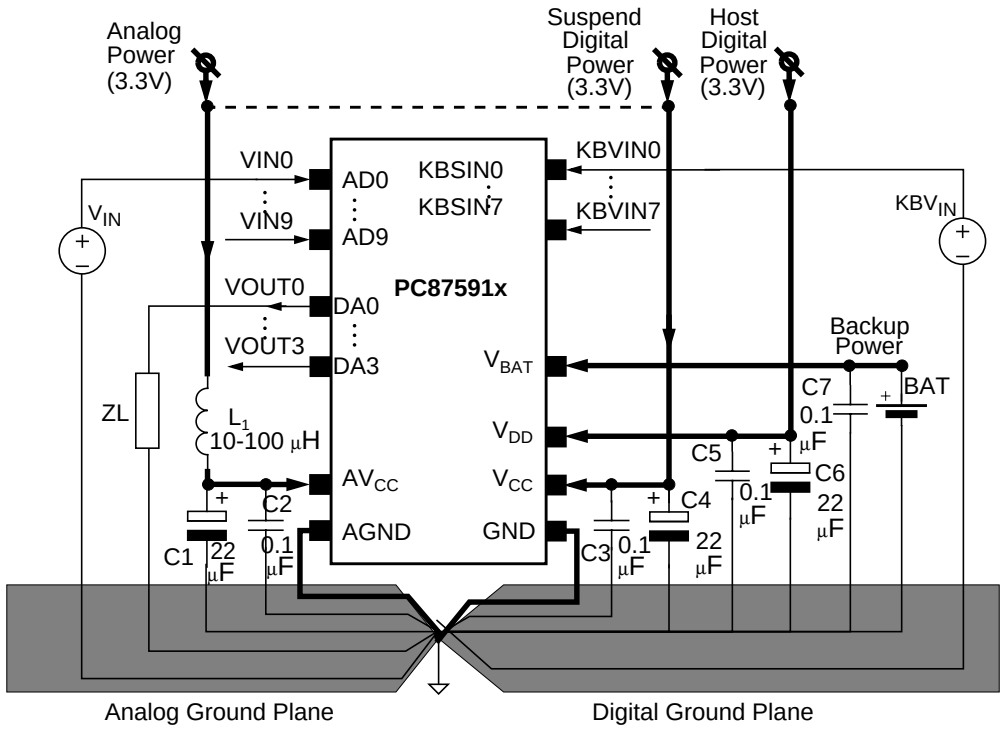

Figure 11. PC87591x Power Supply Connection
The following directives are recommended for the PC87591x power and ground connections (see Figure 11 for the power supply connections):
- The ground reference of the voltage input signals to the ADC module (V_{IN}0-9 in Figure 11) should be connected to the AGND plane close to the PC87591x.
- The ground reference of the voltage output signals from the DAC module (V_{OUT}0-3 in Figure 11) should be connected to the AGND plane close to the PC87591x.
- The ground reference of the voltage input signals to the ACM module (KBV_{IN}0-7 in Figure 11) should be connected to the GND plane close to the PC87591x.
The analog supply pin, AV_{CC}, should be connected to a low-noise power supply that has the same voltage as the digital supply (3.3V). If the AV_{CC} pin is connected to the same power supply as the V_{CC} pin, it is recommended to use an external LC or RC filter for the AV_{CC} pin. An example of an LC filter [L_1 and (C_1+C_2)] is shown in Figure 11. An RC filter is obtained by replacing L_1 (in Figure 11) with a 10Ω resistor (not shown in the figure).
The following decoupling capacitors should be used to reduce power supply deeps, ground bounce and EMI (refer to Figure 11 for the position of capacitors, e.g., C1, C2, etc.):